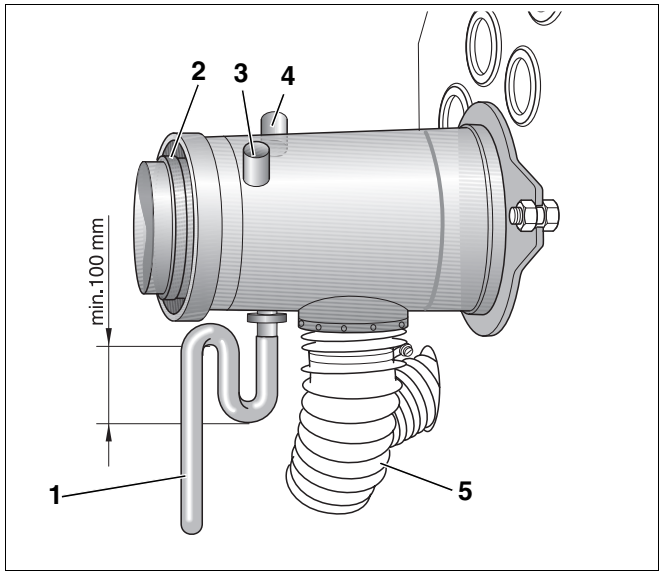
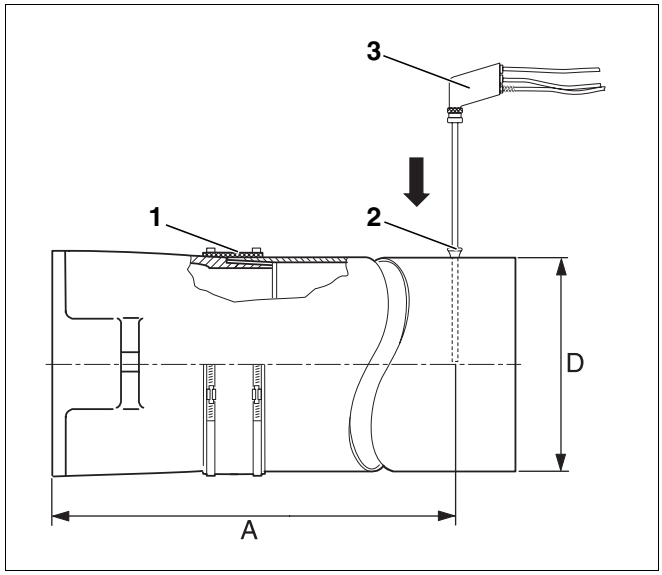

Rys. 20 Króciec przyłączeniowy instalacji powietrzno-spalinowej
Rys. 21 Pomiar wartości parametrów
Pomiary przeprowadza się w rurze odprowadzającej spaliny (rys. 21) lub w króćcu instalacji powietrzno-spalinowej (rys. 20).
Otwór pomiarowy (złączka; rys. 21, **poz. 2**) powinien być umieszczony w odległości "A" (ok. 2 × średnica "D" rury odprowadzającej spaliny) od króćca spalinowego (rys. 21). Jeżeli instalacja odprowadzania spalin jest przyłączona kolankiem bezpośrednio za kotłem grzewczym, pomiaru należy dokonać przed kolankiem.
Zaleca się stosowanie pierścienia uszczelniającego rurę odprowadzającą spaliny (rys. 21, **poz. 1**).
- Sondę pomiarową (rys. 20, **poz. 3**, strona 21) należy wprowadzić do centrum (środek rury odprowadzającej spaliny) strumienia spalin (najwyższa temperatura spalin).